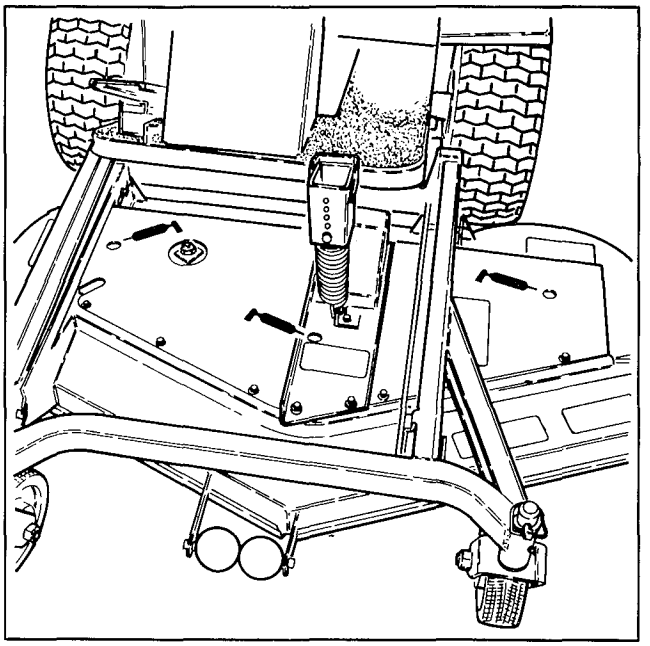
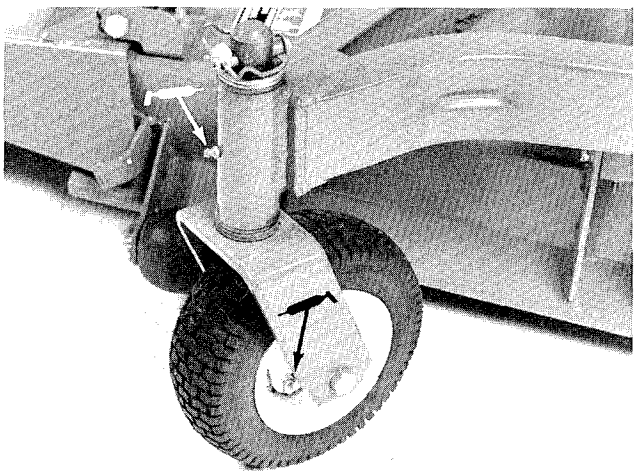

Figure 17
Figure 16
1. The cutting unit has bearings and bushings that must be lubricated, and these lubrication points are: caster spindle bushings (Fig. 16), castor wheel bearings (Fig. 16) and blade spindle bearings (Fig. 17).